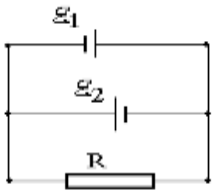

Рис. 2
23. Два источника тока $\sum_1$ = 10 В с внутренним сопротивлением r_1 = 4 Ом и $\sum_2$ = 6 В с внутренним сопротивлением r_2 = 2 Ом соединены, как показано на рис. 2 . Определить силы тока в проводнике и источниках тока. Сопротивление проводника R = 6 Ом.
24. Две батареи (ε_1 = 10 В, r_1 = 2 Ом, ε_2 = 24 В, r_2 = 6 Ом) и проводник сопротивление R = 16 Ом соединены как показано на рис. 2. Определить силу тока в батареях и проводнике.